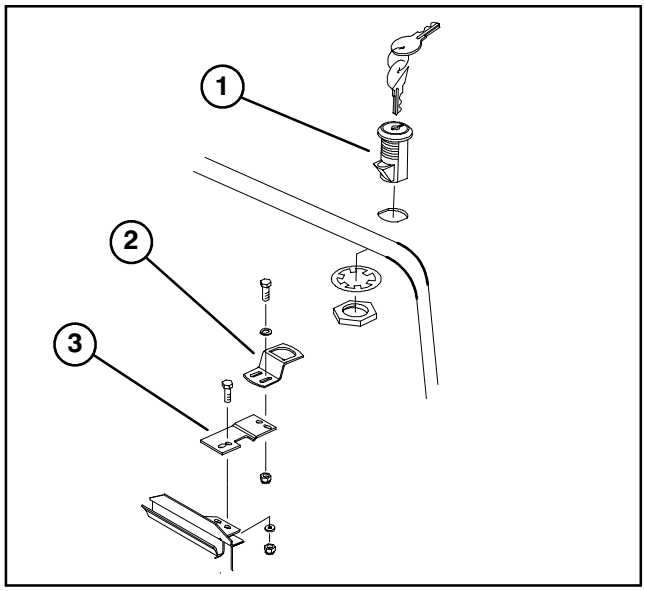

Figure 3
3. Mount locking latch to hood with lock washer and nut. Position switch with latch toward front of machine (FIg. 3).
4. Loosely mount latch strap to radiator support with (2) 1/4-20 x 3/4″ lg. capscrews, flat washers and locknuts (Fig. 3).
5. Loosely mount latch bracket to latch strap with (2) 1/4-20 x 3/4″ lg. capscrews, flat washers and locknuts (Fig. 3).